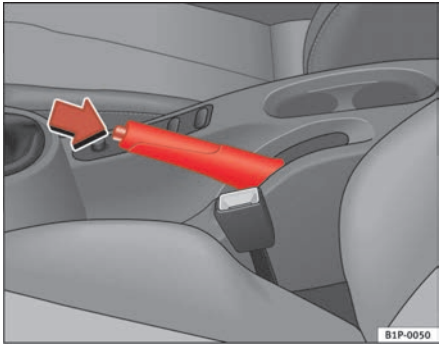

Fig. 125 Handbrake between the front seats
– Pull the handbrake lever up firmly ⇒ page 162, fig. 125.
– Pull the lever up slightly and press the locking knob in the direction of the arrow ⇒ page 162, fig. 125 and guide the handbrake lever down fully ⇒ ⚠.